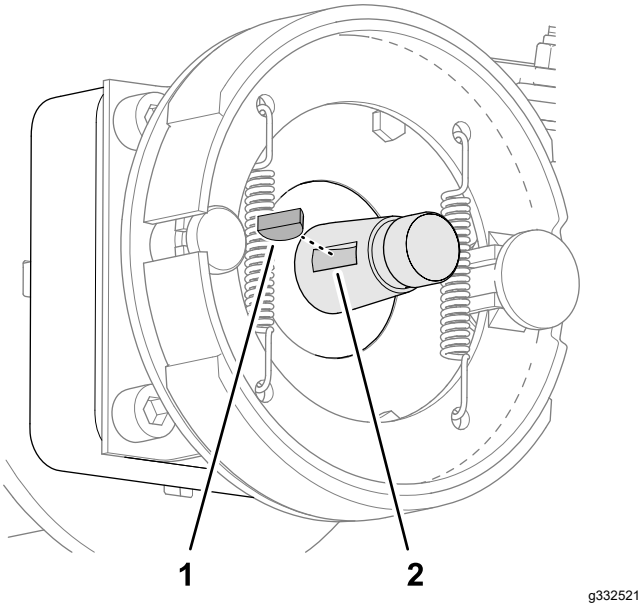

Figuur 69
2. Plaats de schijfspie in de gleuf van de wielmotoras (Figuur 69).